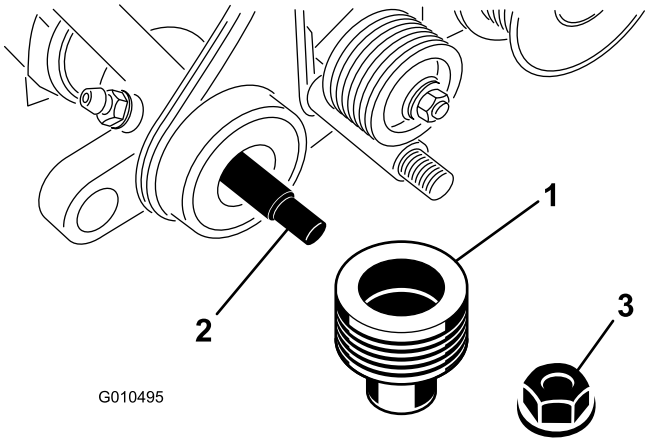

**Figura 33**
6. Retire la contratuerca que sujeta la polea arrastrada al extremo del eje del acondicionador, y retire la polea (Figura 33).